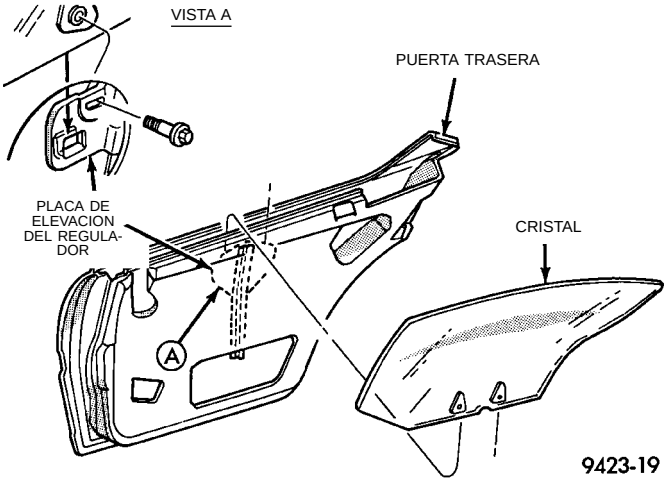

Fig. 47 Cristal de la puerta trasera
(2) Retire el burlete interior de la puerta.
(3) Afloje el tope de suspensión del cristal de la puerta.
(4) Baje el cristal hasta la parte inferior de la puerta.
(5) Retire las tuercas que fijan el cristal de la puerta a la palanca de elevación del regulador de ventanilla (Fig. 47).
(6) Desacople el cristal de la puerta del regulador.
(7) Eleve el cristal de la puerta para extraerlo de la abertura en la parte superior de la puerta.